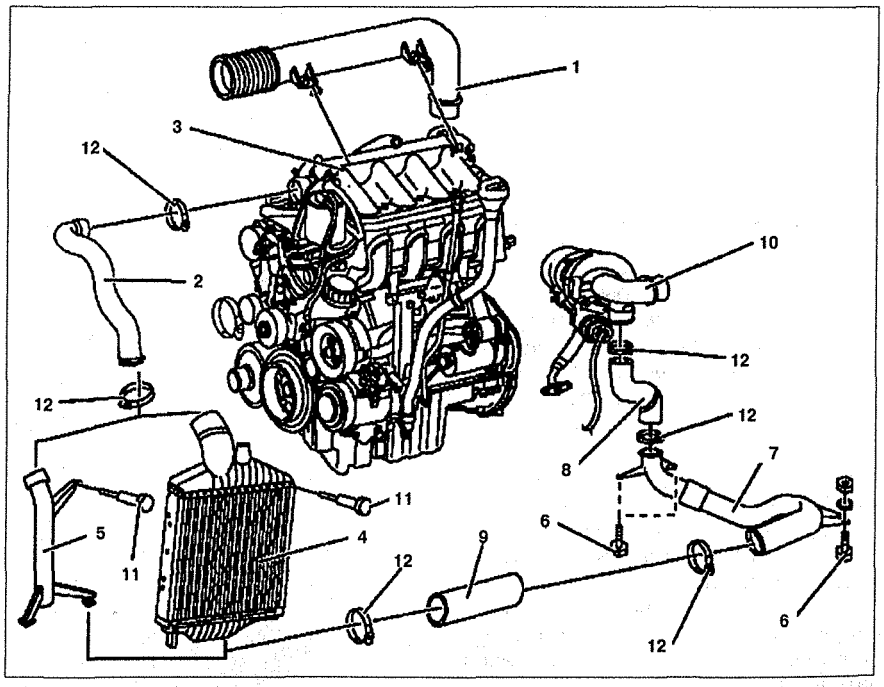

Рис. 5.49. Распределительные трубки подачи сжатого воздуха:
1. Снимите воздухозаборную трубку воздушного фильтра **1** (см. рис.5.49).